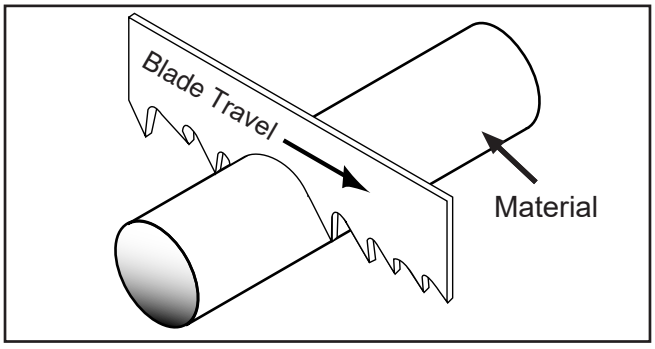

Figure 16. Example of blade cutting direction.
Note: Ensure the blade teeth face the direction of blade travel (see Figure 16). Some blades have a directional arrow as a guide.
9. Adjust the blade so the back is against the wheel shoulder (see Figure 16).